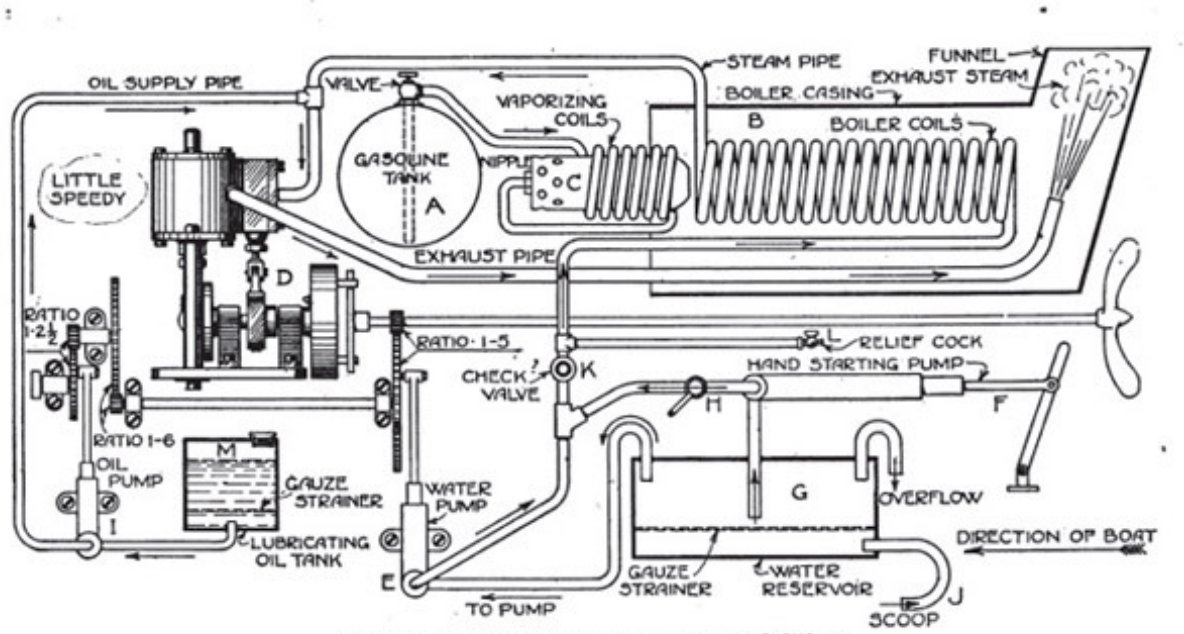

Fig. 112—A flash steam plant with engine and fittings
La fig. 112 montre un dispositif flash complet et le raccordement des différentes parties. Le petit réservoir (A) contient le pétrole (gasolene) qui alimente le brûleur (C). Le pétrole traverse les enroulements de vaporisation bobinés autour du brûleur. L'injecteur à l'extrémité de la bobine de vaporisation est percé d'un trou minuscule au travers duquel un fin jet de carburant passe dans le cylindre du brûleur où il s'enflamme violemment ; la flamme traverse sur toute sa longueur l'enroulement de la chaudière dans lequel circule l'eau.